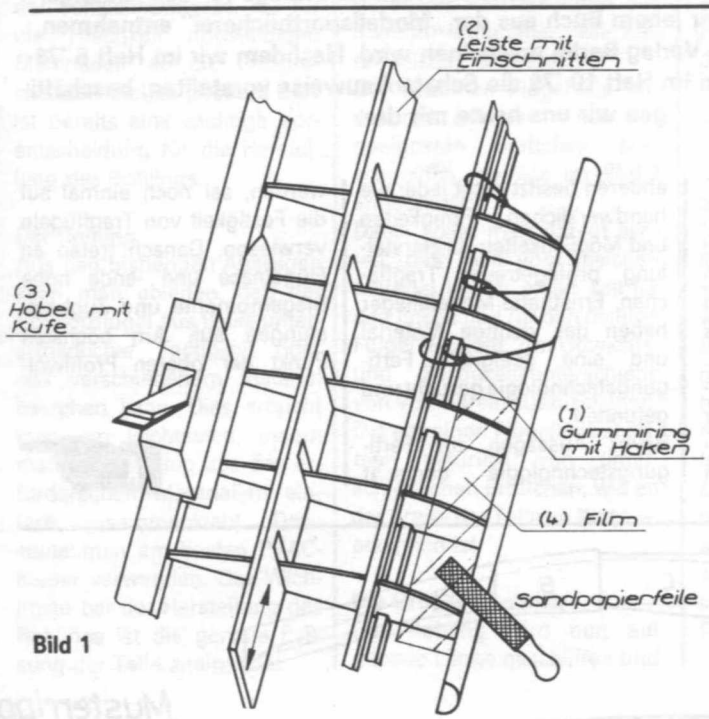

Bild 1
1. Gummiringe mit kleinen Haken eignen sich gut zum Festhalten von Leisten während der Leimtrocknung (Bild 1).
2. Eine Leiste (Sperrholz 2—3 mm) mit Einschnitten, die dem Rippenabstand entsprechen, erleichtert den Aufbau von Tragflächen. Die Leiste kann auch als Schablone für die Rippeneinschnitte in die Endleiste dienen (Bild 1).
3. Bei der Formgebung der Endleisten der Tragflächen bewährt sich eine kleine Kufe aus 1-mm-Sperrholz oder Plast, die an den Balsahobel angebracht ist (Bild 1).